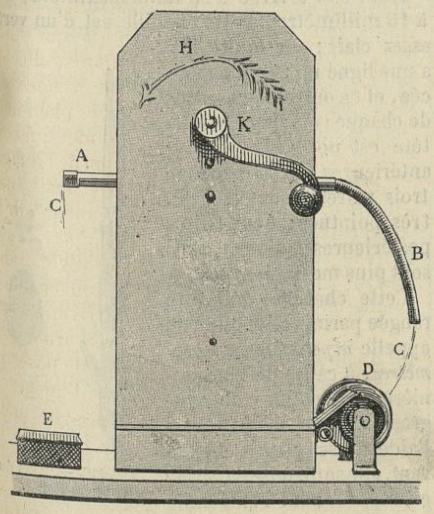

Fig. 173. — Appareil de M. L. Sauvé pour brûler des quantités déterminées de magnésium en fil. (Vue de face.)
M. Sauvé a établi lui-même un petit appareil (fig. 173 et 174), appareil qui permet, par le simple comptage des tours de manivelle, de brûler une quantité déterminée de magnésium. L'introduction de la lumière artificielle, déjà indiquée du reste par Sutton, permet d'atteindre une grande précision dans les opérations, ce qui est indispensable dans l'espèce. Avec un cliché de traits, pour prendre un exemple, la longueur du fil de magnésium à brûler est de 20 centimètres.